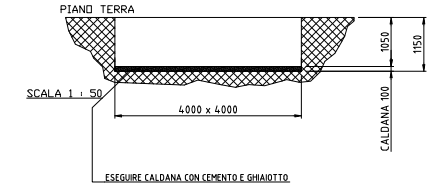

FIG. 3
4) POSIZIONARE N°3 TUBI DI PLASTICA (VEDI FIG. 3):
5) ALLOGGIARE I CHIUSINI , (CON PIASTRA DI CHIUSURA sp. 12 mm),IN UNA ZONA CHE DURANTE IL LAVORO DELLA GRU NON VERRA' OCCUPATA DAL MATERIALE E POSSA COSI' PERMETTERE UNA FACILE E RAPIDA ISPEZIONE DELLO STESSO (VEDI Fig. 3).